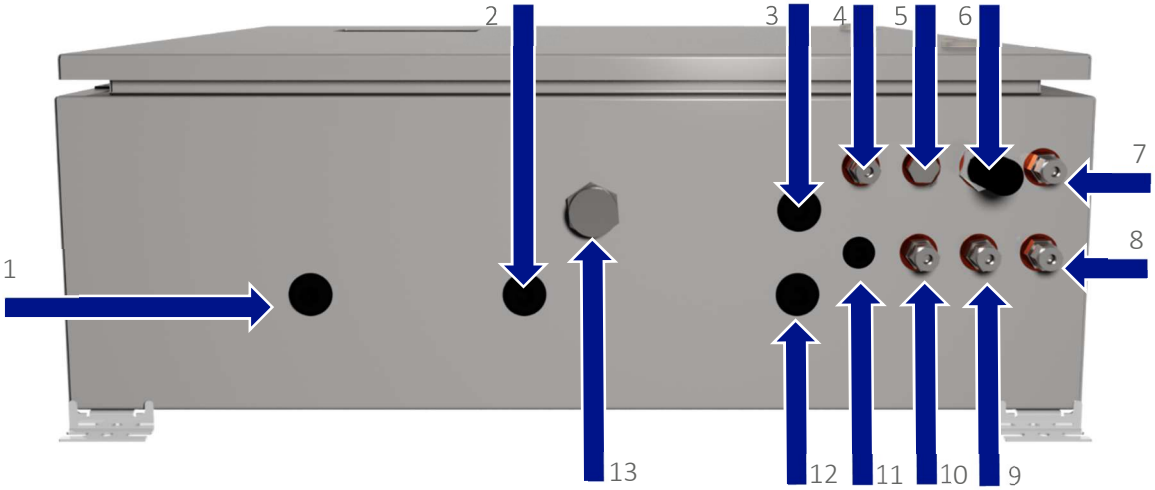
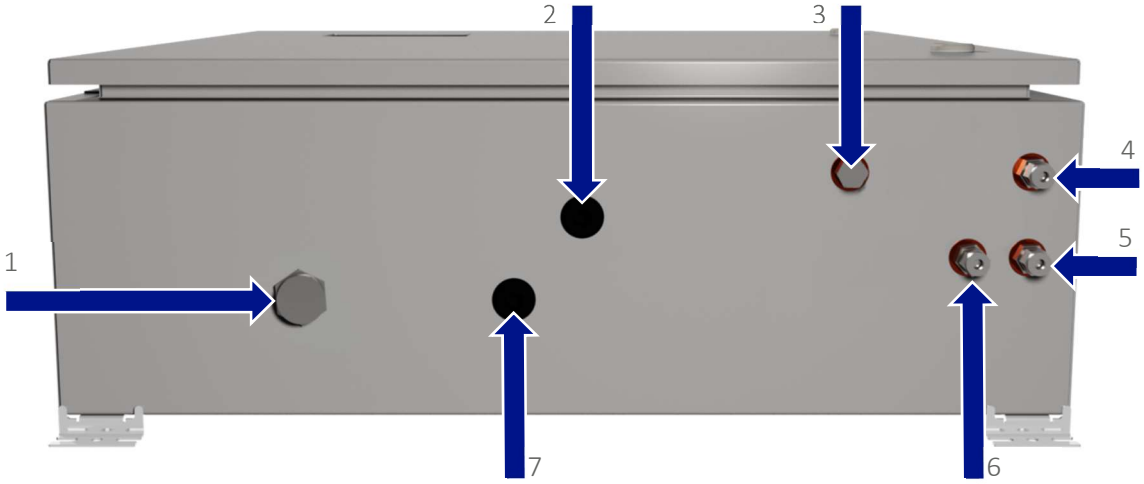

Figure 5 - Connexions client BIOMETHANE 3000
Figure 6 – Connexions client au système d'auto-étalonnage
- Raccords à compression - trouvés sur les cloisons sur la base du boîtier (voir les annotations 4, 5 et 7-11 sur la Figure 5 - Connexions client BIOMETHANE 3000 et l'annotation 4-6 sur la Figure 6 - Connexions client auto-étalonnage).
Un boîtier reniflard est monté sur le BIOMETHANE 3000 situé à la base du boîtier (voir l'annotation 13 sur la Figure 5 - Connexions client BIOMETHANE 3000). Il est de la responsabilité de l'utilisateur de garantir la libre circulation de l'air autour de l'armoire..
Deux respirateurs de boîtier sont montés sur le système d'auto-étalonnage, situés à la base du boîtier (voir l'annotation 1 sur la Figure 6 - Connexions client pour l'auto-étalonnage) et sur le côté droit du boîtier. Il est de la responsabilité de l'utilisateur de s'assurer qu'il y a une libre circulation de l'air autour de l'armoire.
L'installation nécessitera que l'opérateur connecte un câble d'alimentation, un câble de sortie, un câble de relais, un câble de transducteur de pression, un drain et des tuyaux de gaz à l'équipement. Figure 5 - Les connexions client BIOMETHANE 3000 identifient les points de connexion disponibles sur le BIOMETHANE:
- Le tube d'échantillon doit être connecté au connecteur de cloison étiqueté 'SAMPLE GAS 1' (Échantillon Gaz 1) - voir repère 4 sur la Figure 5 - Connexions client BIOMETHANE 3000.
- La conduite d'échappement de gaz doit être connectée au connecteur de cloison étiqueté 'PROCESS RETURN' (Point de Prélèvement)- voir annotation 7 sur la Figure 5 - Connexions client BIOMETHANE 3000.
- Le tube d'échantillon doit être raccordé au connecteur de cloison étiqueté 'AUTO-CAL IN' - voir le repère 10 sur la Figure 5 - Connexions client BIOMETHANE 3000.
Si l'air non contaminé ne peut pas être garanti à l'emplacement de l'analyseur, le filtre à particules doit être retiré et un tuyau doit être raccordé à sa place et se terminer à un point où de l'air non contaminé est présent. Le tube de prélèvement doit être raccordé au connecteur de cloison étiqueté «AIR IN» (Admission d'Air) – voir les repères 6 Figure 5 - Raccordements client au BIOMET3000.
- Le tube d'échantillonnage doit être raccordé au connecteur de cloison portant l'étiquette «VENT TO ATMOSPHERE» (Rejet vers l'Atmosphère) – voir le repère 9 Figure 5 - Connexions client au BIOMETHANE 3000.